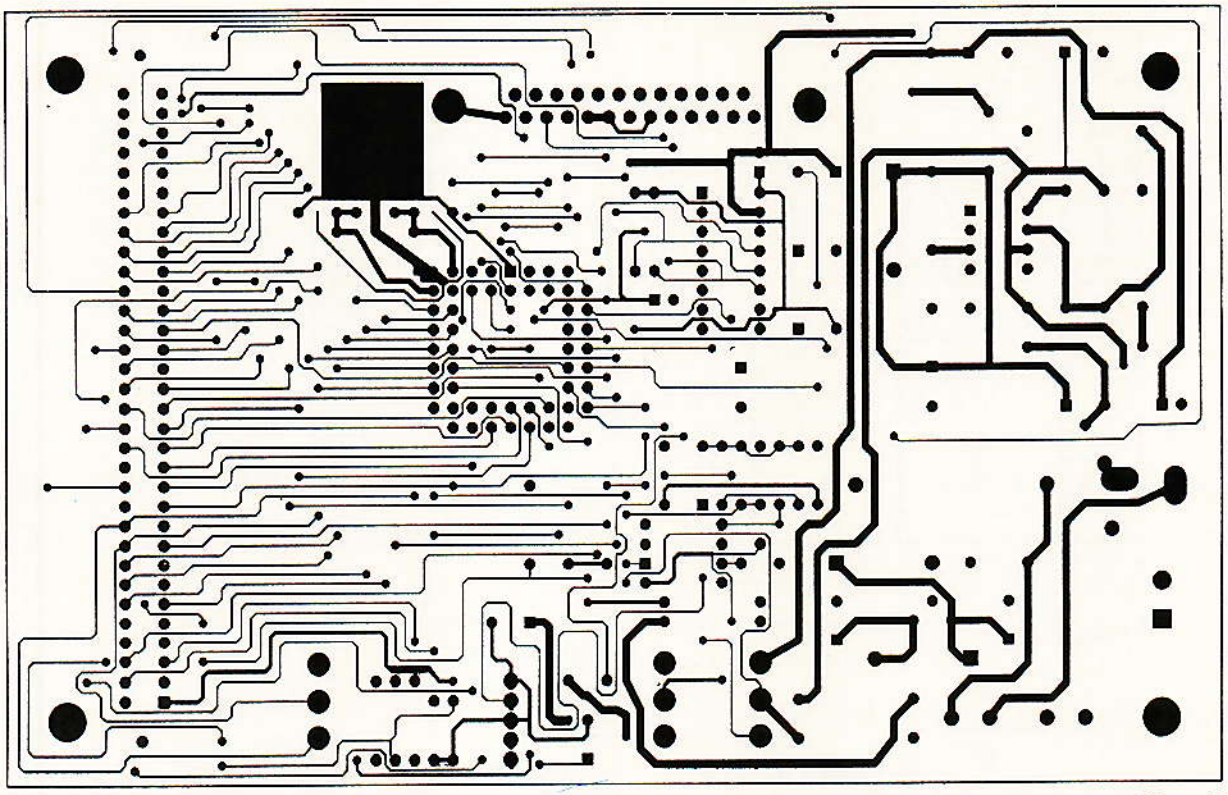
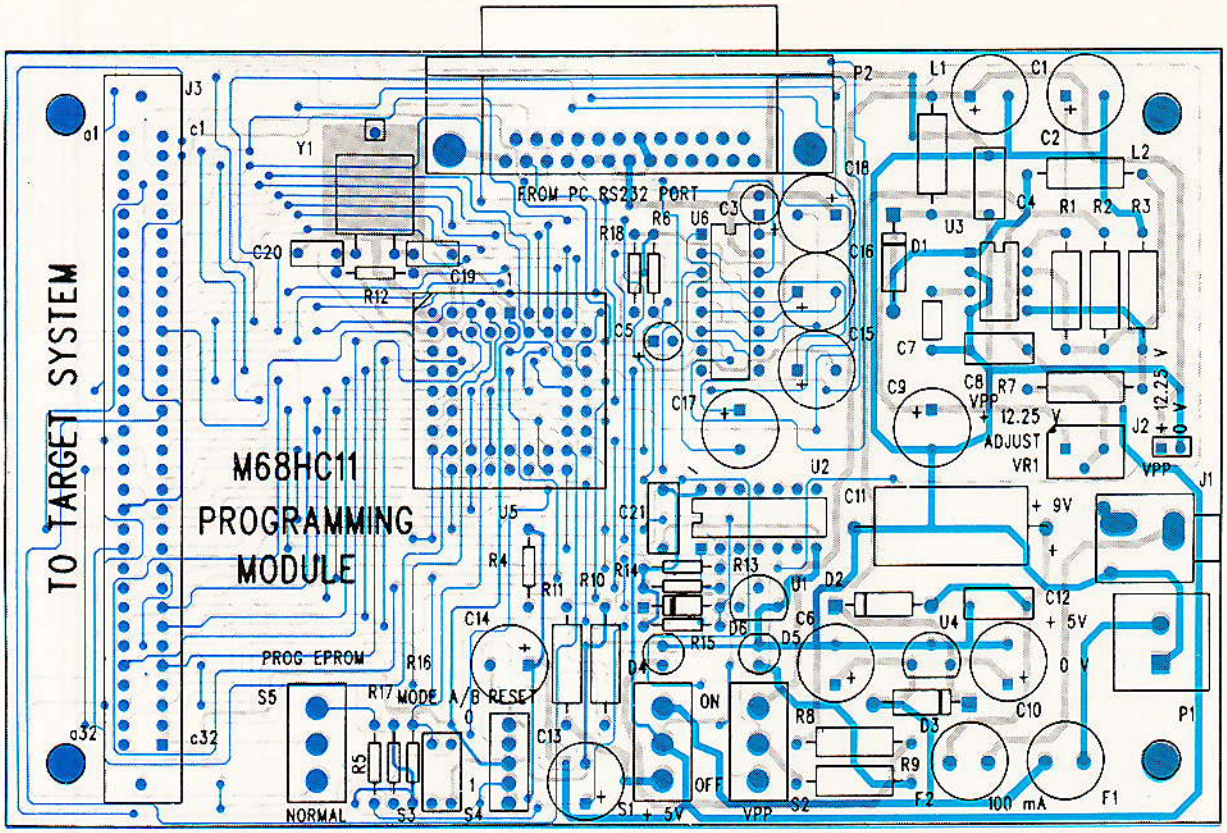

Figure 6
Figure 8
- Les circuits imprimés sont donnés aux **figures 6 et 7** et l'implantation, **figure 8.**